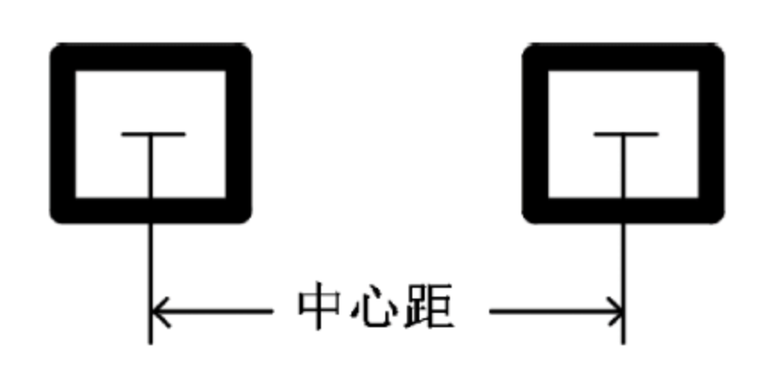

图 4-5　圆柱状焊盘设计
② 圆柱状类(如二极管)的焊盘设计应遵循两端焊盘的中心距为元件的长度这一原则，如图 4-5 所示。焊盘的宽度和长度一般以同类型封装的片式阻容一致。